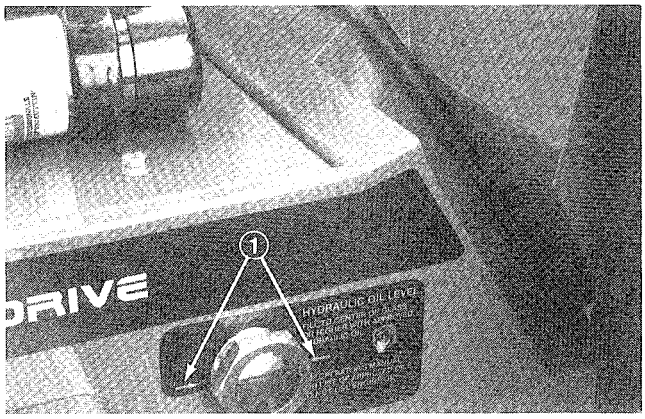
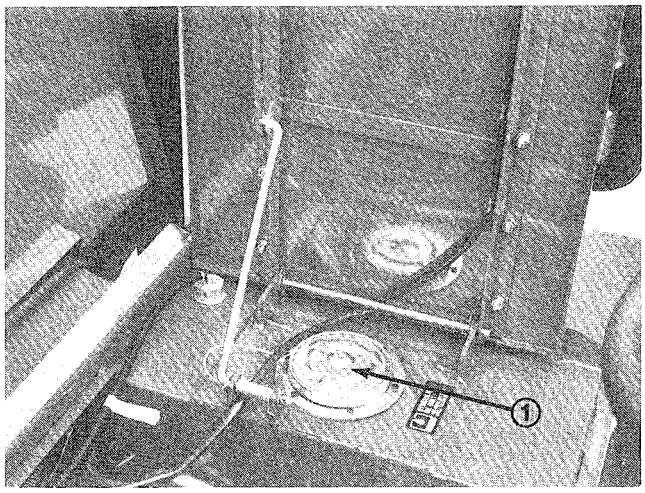

Figure 38
Figure 39
Capacity of the hydraulic reservoir is approximately 9.3 gal. (35.2 L). With machine on a level surface, hydraulic oil level should be 1/4 to 1/2 inch below arrows on sight glass, when oil is cold. Warm oil should be even with arrows on sight glass (Fig. 38). If level is low, add hydraulic oil. Refer to Hydraulic Oil Specifications.
2. Clean around reservoir cover (Fig. 39). Remove cover and add hydraulic oil until it is even with arrows on sight glass (Fig.38).
4. With cutting units up and oil warm, look into sight glass (Fig. 38). If hydraulic oil is not even with arrows, add enough to raise to proper level. Do not fill full if oil is cold.
6. Look into sight glass (Fig. 38). Hydraulic oil level should be even with arrows when oil is warm. If level is low, add hydraulic oil to the reservoir. Refer to Hydraulic Oil Specifications.